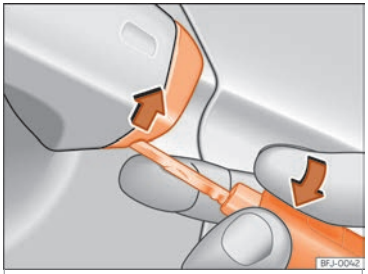

Fig. 7 Maniglia della porta del conducente: sollevare la copertura facendo leva.
- Introdurre l'ingegno nell'apertura inferiore del coperchio posto sulla maniglia della porta del conducente ››› fig. 7 e sollevare il coperchio dal basso verso l'alto.